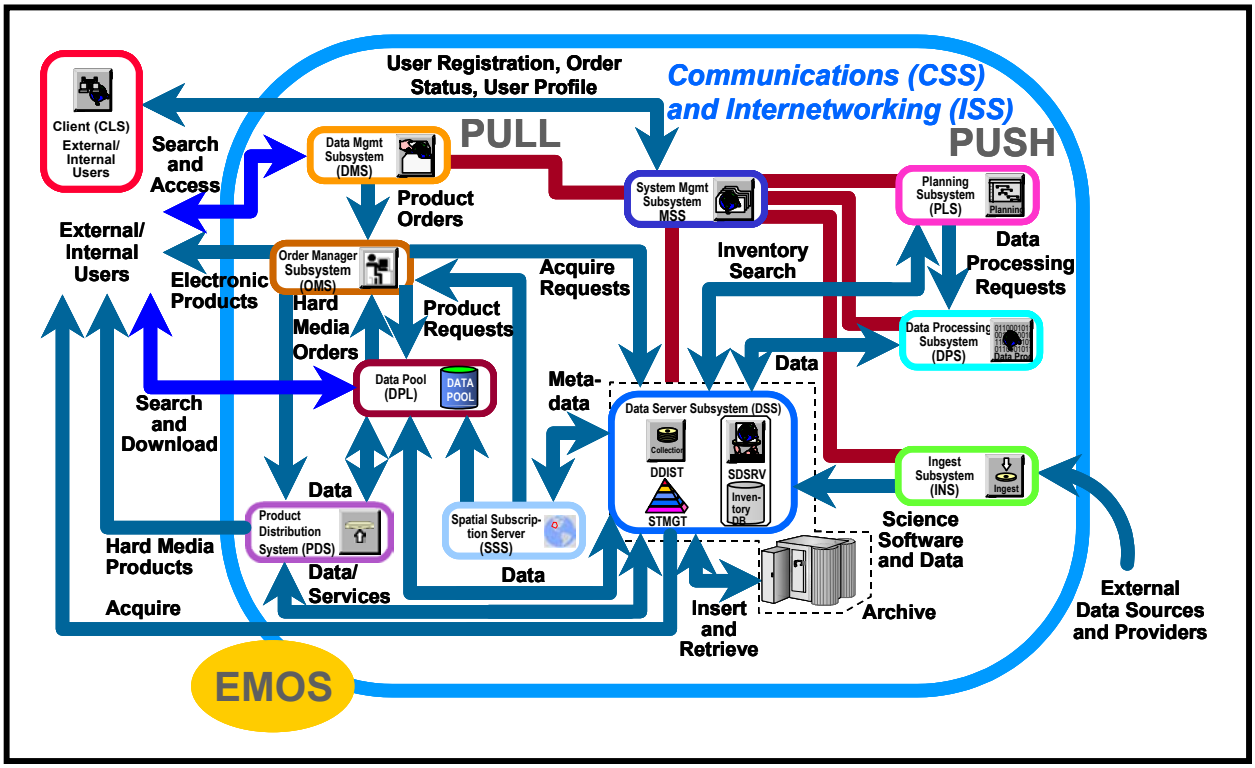
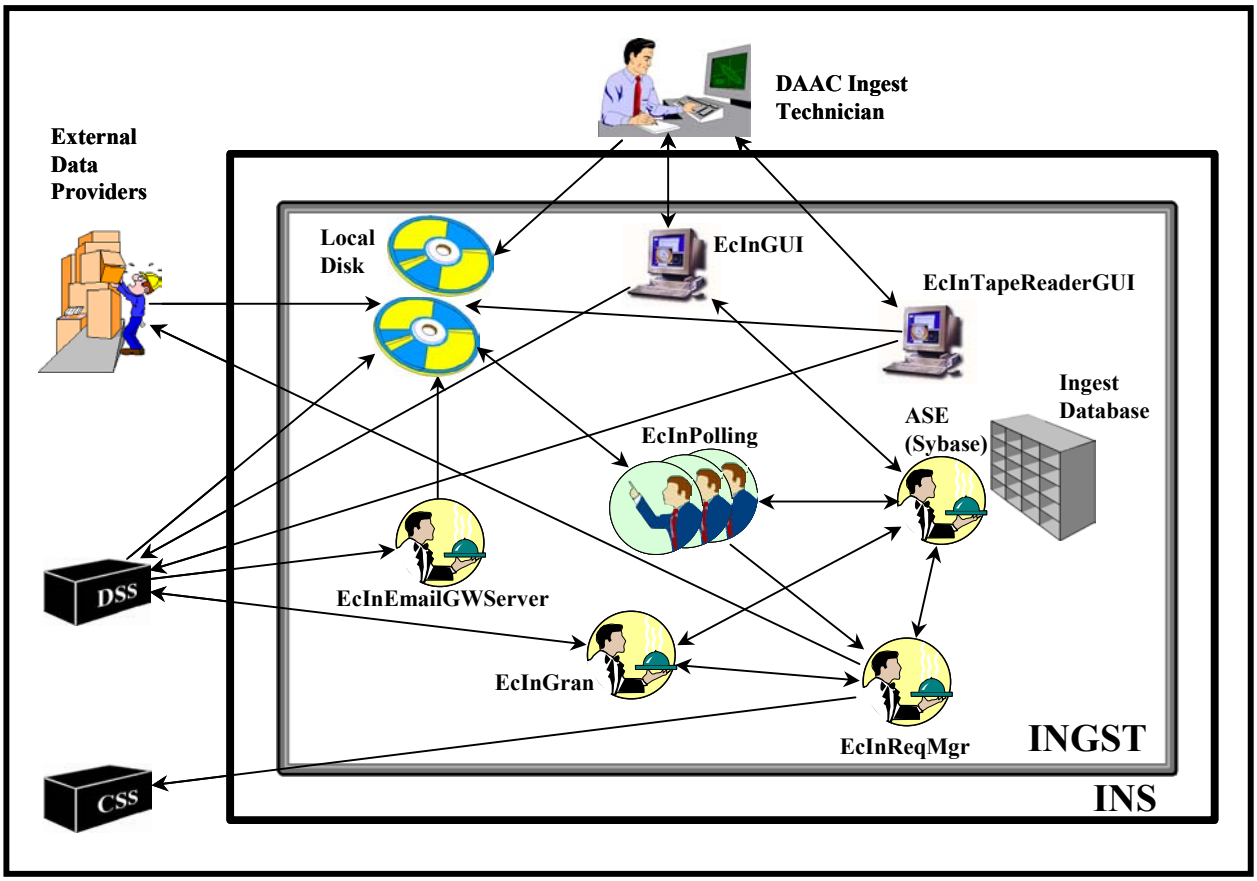

Figure 1. Context Diagram
Figure 2. Ingest Subsystem (INGST CSCI) Architecture Diagram
The Context Diagram (Figure 1) shows the relationships among subsystems within the Science Data Processing component of the system. The Ingest Subsystem (INS) is the point of entry to the system for data from external data providers. The Data Server Subsystem (DSS) manages access to the data repositories, where ingested data are stored. Of course, the context diagram shows a generalized (high-level) view of the system. The Ingest architecture diagram (Figure 2) focuses on the Ingest process and its relationships with other subsystems. The Storage Management (STMGT) and Science Data Server (SDSRV) architecture diagrams (Figures 2 and 3 respectively) focus on those two individual computer software configuration items (CSCIs) of the Data Server Subsystem and their relationships with each other and with other subsystems.
- Ingest (Figure 2) transfers data into the system, performs preprocessing, and forwards the data to DSS for archiving.
The Ingest Subsystem (INS) is composed of just one CSCI; i.e., INGST. (The designation "INGST" is derived from **ING**E**ST**.) The subsystem has the following major components as shown in Figure 2: